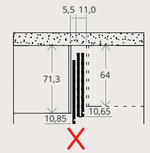

FIG. 4
- Il lato con meccanismo rientrante NON può essere affiancato ad un altro lato con meccanismo di apertura ante Pieghevole Rientrante (Fig. 4).
- The side with the retractable mechanism can NOT be placed side-by-side with another side with a Retractable Folding door opening mechanism (Fig. 4).
- Le côté avec mécanisme rentrant NE PEUT PAS être accosté à un autre côté avec mécanisme d'ouverture des portes Pliant Rentrant (Fig. 4).
- Die Seite mit dem zurückversetzten Mechanismus darf NICHT neben einer anderen Seite mit einem Öffnungsmechanismus für eintretende Faltfronten installiert werden (Abb. 4).
- El lado con mecanismo escamoteable NO puede apoyarse contra otro lado con mecanismo de apertura puertas Plegable Escamoteable (Fig. 4).
- Сторона с задвигающим механизмом НЕ может быть установлена рядом с другой стороной с механизмом открывания складных задвигающихся створок (Рис. 4).
- 带伸缩机制的一边不可与带伸缩折叠门打开机制的另一边紧靠安装 (图4)。